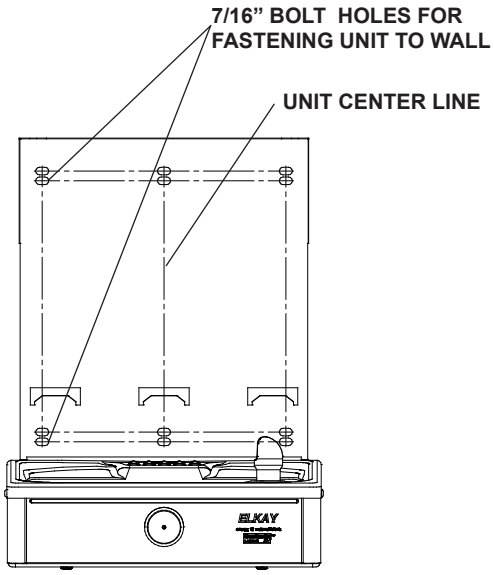

Fig 8
2) **Remove wall mounting plate from Bottle Filler**. Place wall plate against wall on top of basin. Center the wall plate side to side with the basin. Mark the six (6) mounting holes with a pencil (See Fig. 8).
4) **Install wall mounting plate to wall** using six (6) 7/16” obround mounting holes (mounting bolts not included) (See Fig. 8). Use appropriate fasteners for your wall type.